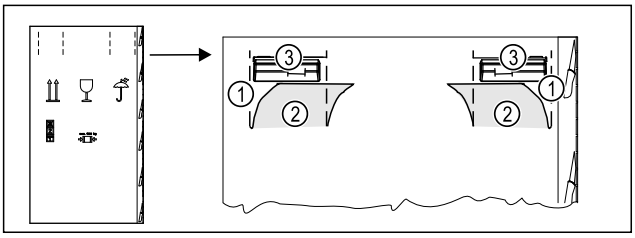

Fig. 4
▶ Verpackungskarton oben an der Perforierung *Fig. 4 (1)* eindrücken.
▶ Eingedrückte Laschen *Fig. 4 (2)* herausziehen.
▷ Tragegriff *Fig. 4 (3)* rechts und links ist sichtbar.
▶ Gerät an den Tragegriffen *Fig. 4 (3)* halten.